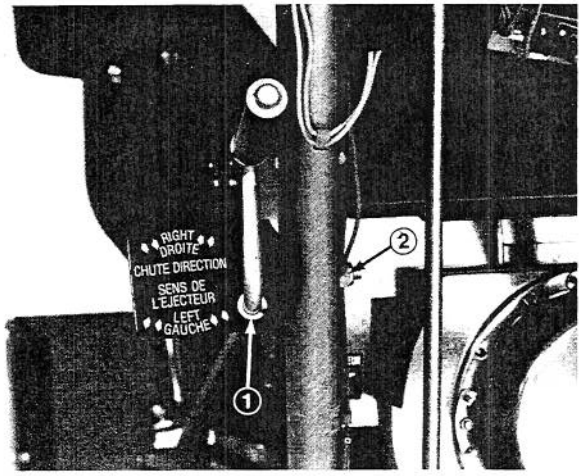
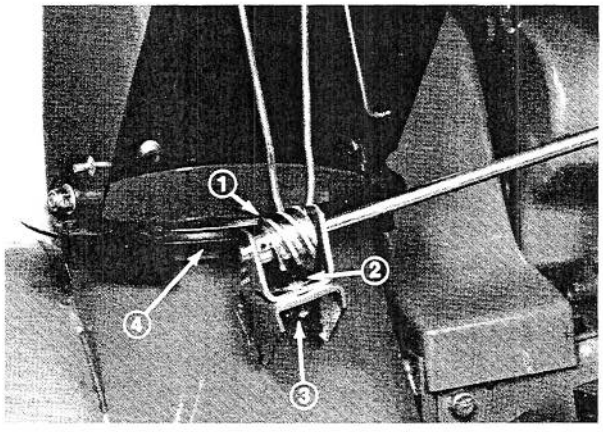

Figure 3
Figure 4
4. Install chute control bracket and rod against left side of handle with capscrew and locknut (Fig. 3); but do not tighten the lock nut.
5. Apply no. 2 wheel bearing grease on worm gear (Fig. 4). Next, mount worm bracket and gear on top of mounting flange with carriage bolt, pyramidal washer and cone locknut (Fig. 4). Do not tighten locknut.
6. Push worm gear firmly against teeth in retaining ring; then tighten lock nut (Fig. 4). Also tighten locknut holding chute control bracket against handle (Fig. 3).